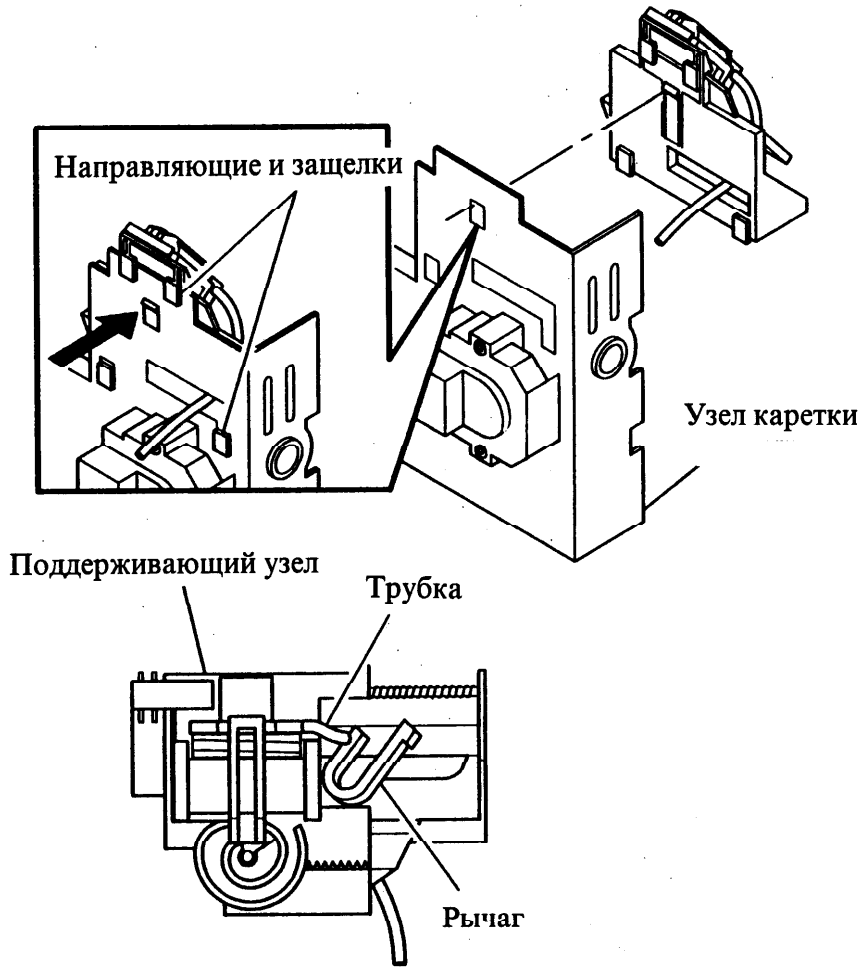

Рисунок 1 Замена поддерживающего узла
2. Убедитесь, что трубка поддерживающего узла расположена в зажиме позади рычага (рис. 1).